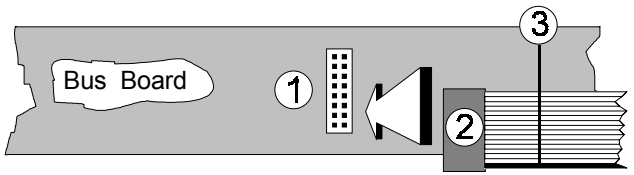

Fig. 3: Connecting the ribbon cable to the bus board.
❒ Now join the free end of the ribbon cable (see ② in Fig. 3) to the nearest available position on the system bus board (see ① in Fig. 3).
⚠ Check very carefully that it is connected so that the coloured marking on the ribbon cable is at the bottom of the bus connector (see ③ in Fig. 3), and it is **pushed fully home, not at a slight angle.** Failure to check this may result in the module's instant destruction as soon as the power is turned back on!